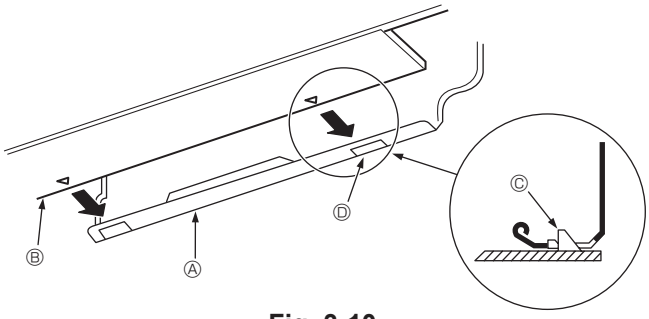

Fig. 3-10
3. Lors de l’insertion du tuyau de réfrigérant et le tuyau d’écoulement dans l’orifice mural d’insertion (manchette de pénétration), accrocher la partie supérieure de l’appareil intérieur sur la planche d’installation ①.
5. Fixer en poussant la partie inférieure de l’appareil intérieur sur la planche d’installation ①. (Fig. 3-10)
* Vérifier que les boutons en bas de l’appareil intérieur sont correctement maintenus sur la planche d’installation ①.